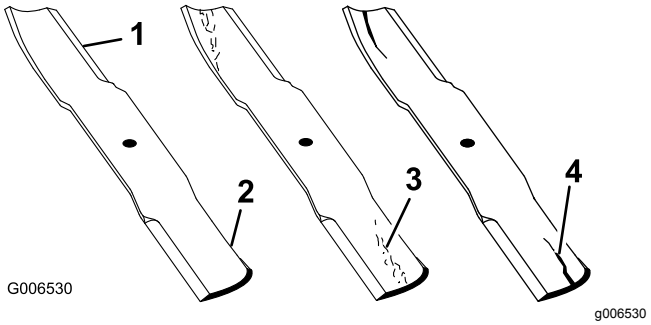

Bild 87
1. Untersuchen Sie die Schnittkanten (Bild 87).
4. Wenn Sie Risse, Verschleiß oder Rillenbildung in diesem Bereich feststellen, sollten Sie sofort ein neues Schnittmesser einbauen (Bild 87).